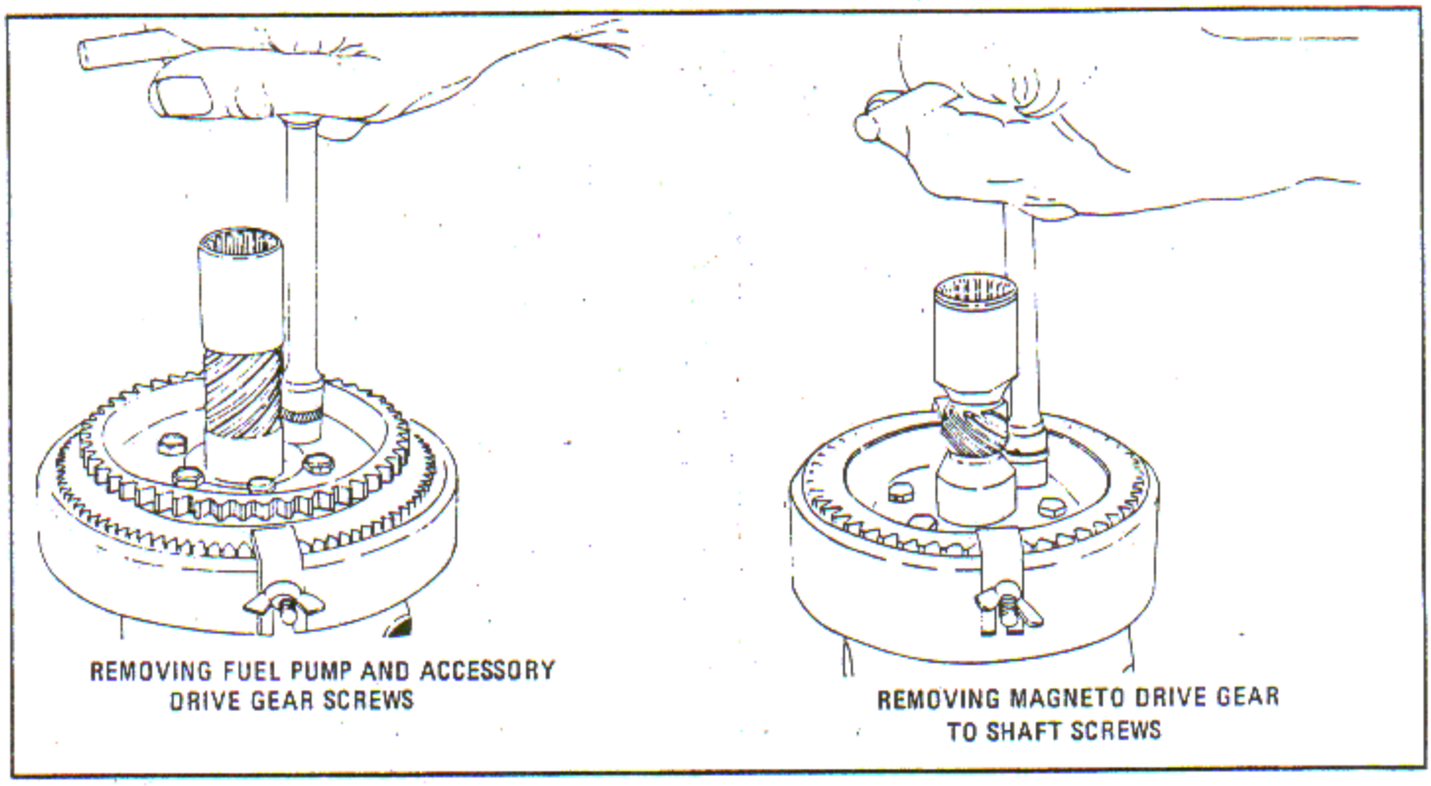

Figure 4-54. Removing Fuel Pump and Accessory Drive Gear Screws and Magneto Drive Gear to Shaft Screws
a. The fuel pump and dual accessory drive gear and shaft assembly is placed in fixture. Install the fixture in a vise, remove the attaching screws, remove the shaft from the gear. See figure 4-54.